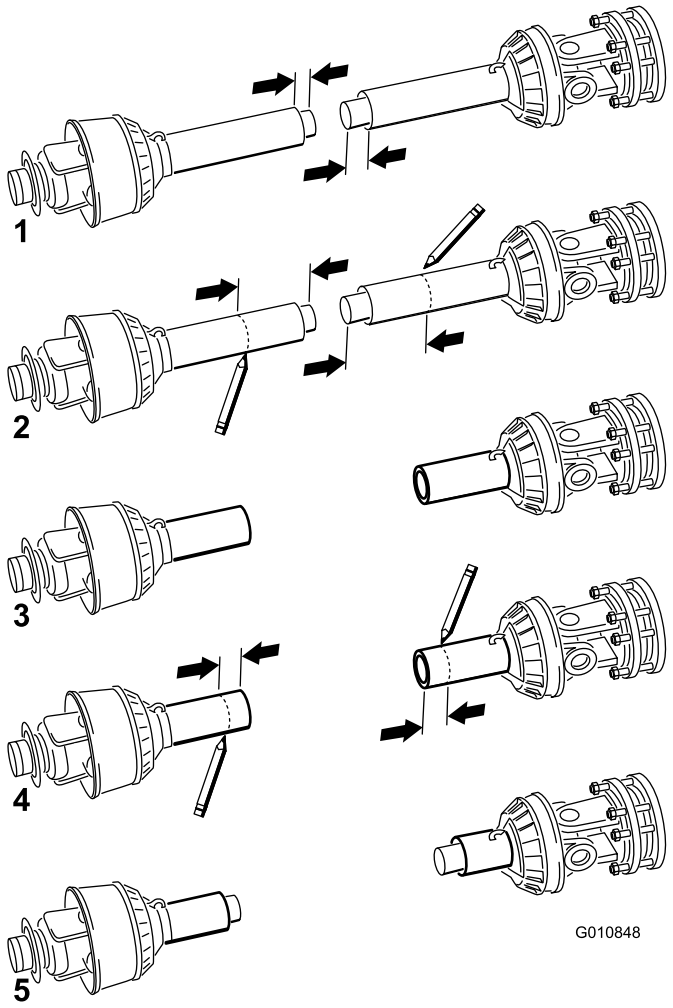

**Rysunek 18**
11. Rozdziel dwie połówki wałka sprzęgającego (Rysunek 18, ilustracja 1).
12. Zmierz odległość od końca każdej rury do jej osłony bezpieczeństwa (Rysunek 18, ilustracja 1). Zapisz zmierzone odległości.
13. Używając wymiarów ustalonych w kroku 8 zlokalizuj, zaznacz i odetnij osłonę z rurą z każdej połówki wałka (Rysunek 18, ilustracje 2 i 3).